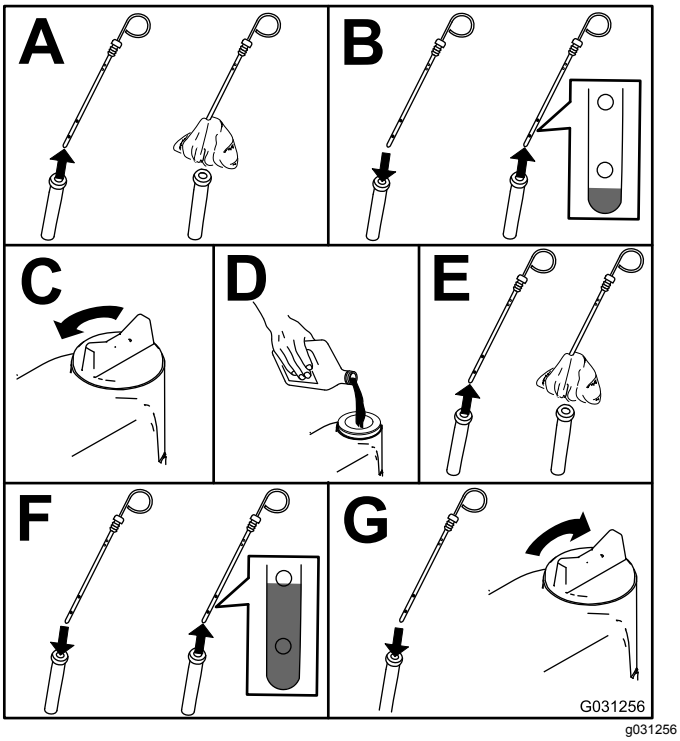

Figur 71
2. Kontrollera oljenivån i motorn (Figur 71).